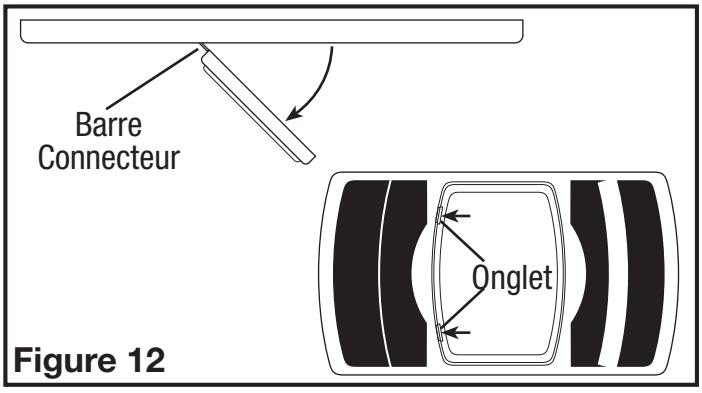

Figure 12
2. Enlever la grille de la boîte et ouvrir la section lentilles de lampe en poussant sur les deux onglets des lentilles de lampe et en tirant vers l'extérieur des lentilles. Les lentilles basculeront en position ouverte sur les barres connecteurs. NE PAS enlever les lentilles de la grille **(Figure 12).**
6. Fermer les lentilles de lumière et fixer en place en les basculant en position et en pressant les onglets en place **(Figure 12).**
3. **Remplacement de l'ampoule :** Débrancher l'alimentation de l'unité. Ouvrir les lentilles de lumière en poussant sur les deux onglets et en la tirant vers l'extérieur des lentilles. Les lentilles basculeront en position ouverte sur les barres connecteurs. NE PAS enlever les lentilles de la grille **(Figure 12)**.